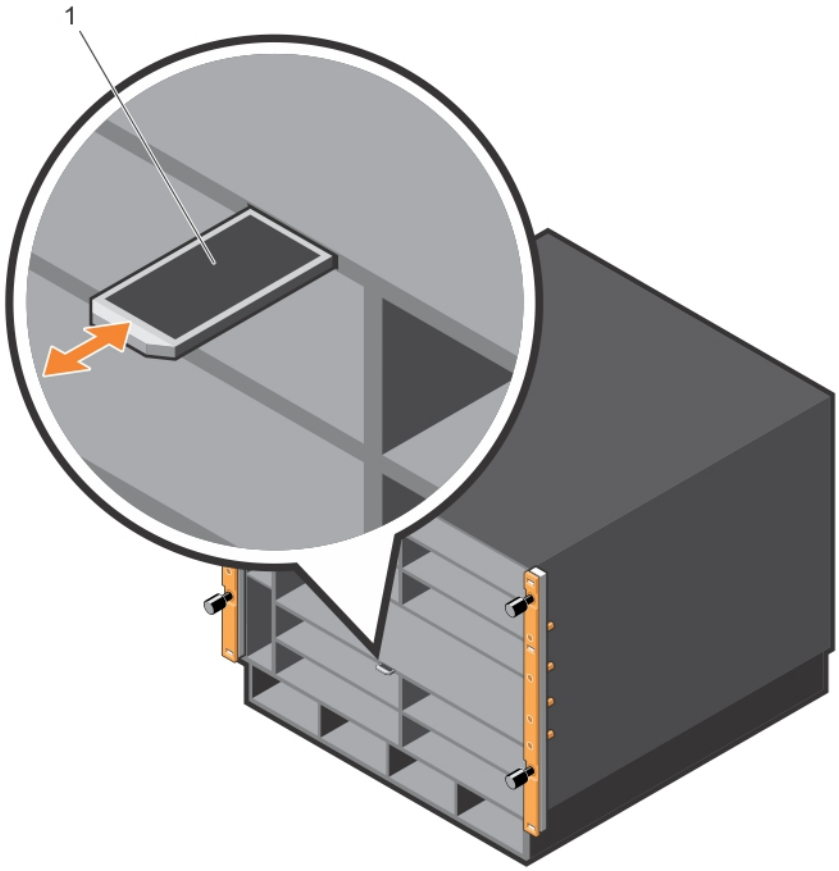

Figure 35. C9010 Service Tag
To view the chassis service tag or express service code on a C9010, pull out the tag (item 1 in Figure 35) located on the shelf in RPM card slot 11 (see Figure 1) or enter the `show chassis` command from the command-line interface. The service tag on a C9010 line card is located on the bottom of the module.